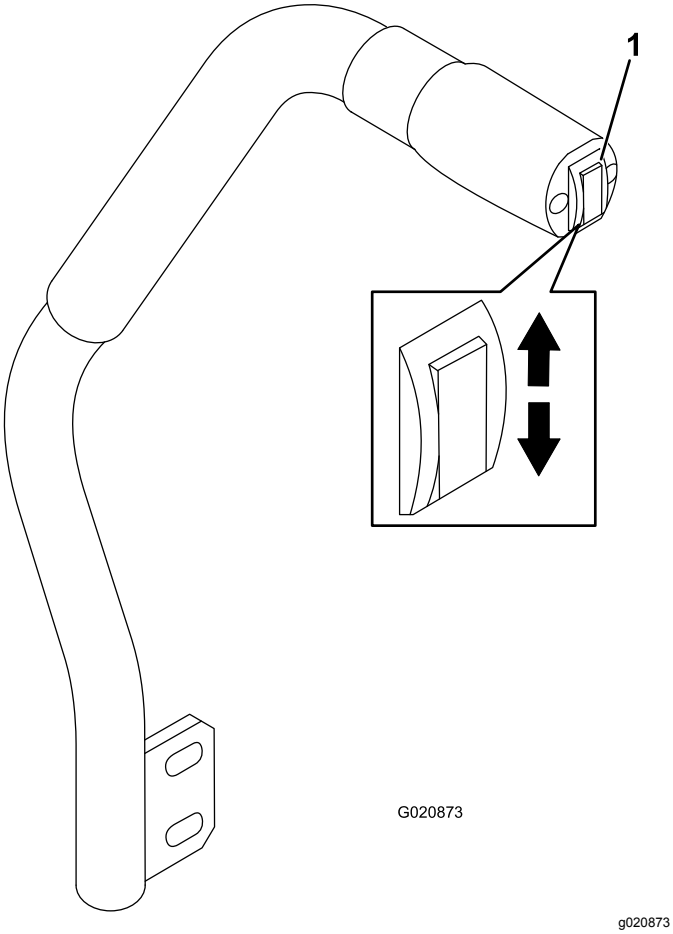

Rysunek 22
Przełącznik podnoszenia podwozia podnosi i opuszcza zespół tnący (Rysunek 22). Aby użyć tej dźwigni, silnik musi znajdować się w trybie pracy.
- Aby opuścić zespół tnący, naciśnij przełącznik podnoszenia podwozia (Rysunek 22).
- Aby podnieść podwozie kosiarki, pociągnij przełącznik podnoszenia podwozia w górę (Rysunek 22).
1. Przy pracującym silniku pociągnij przełącznik podnoszenia podwozia w górę i zaczekaj na pełne podniesienie zespołu tnącego, a następnie **natychmiast zwolnij przełącznik** (Rysunek 22).